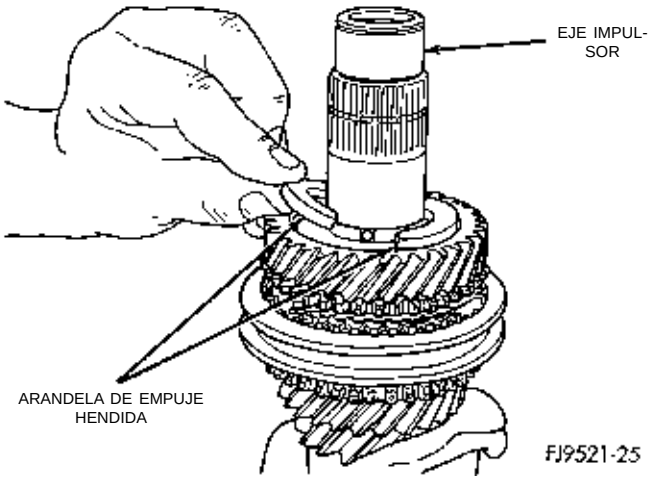

Fig. 92 Instalación de la arandela de empuje hendida
(8) Instale la arandela de empuje hendida en el eje impulsor (Fig. 92).